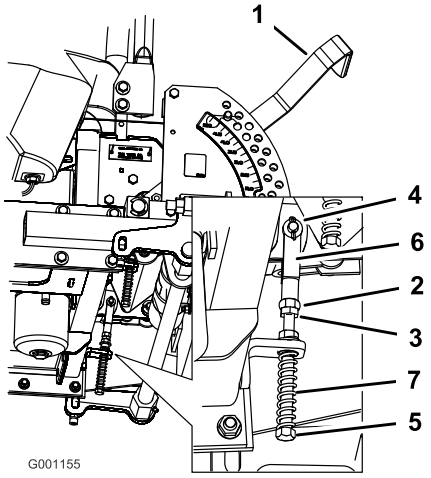

**Figuur 60**
8. Als de rijhendel moet worden afgesteld, draait u de moer en de contramoer tegen de gaffel (Figuur 60).
9. Oefen een lichte achterwaartse druk uit op de rijhendel, draai de kop van de stelbout in de juiste richting totdat de hendel in de vergrendelde neutraalstand is gecentreerd (Figuur 60).
10. Draai de moer en de contramoer vast (Figuur 60).